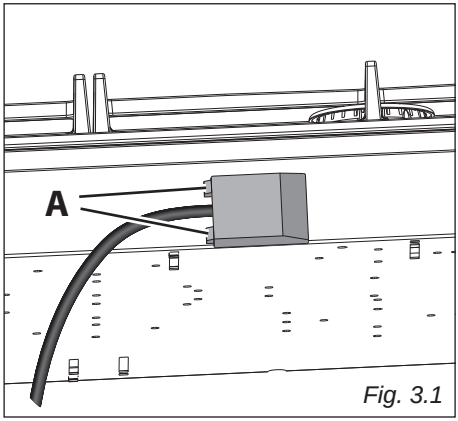

Fig. 3.1
- Unhook the terminal board cover by inserting a screwdriver into the two hooks “**A**” (fig. 3.1).